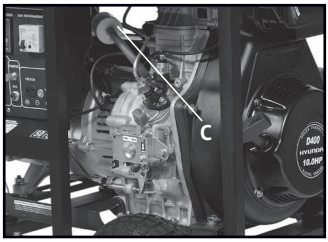

Рис. 16
- Этот фильтр (рис.16, **C**) необходимо заменять по мере его загрязнения, через 300 часов работы генератора, но не реже чем раза в год.